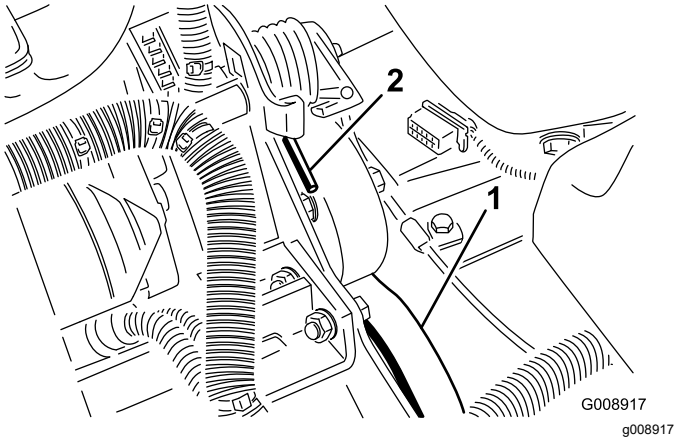

Figure 77
3. Appuyez sur l'extrémité du ressort (Figure 77) et poussez-la vers l'avant pour décrocher le ressort du support et le détendre.